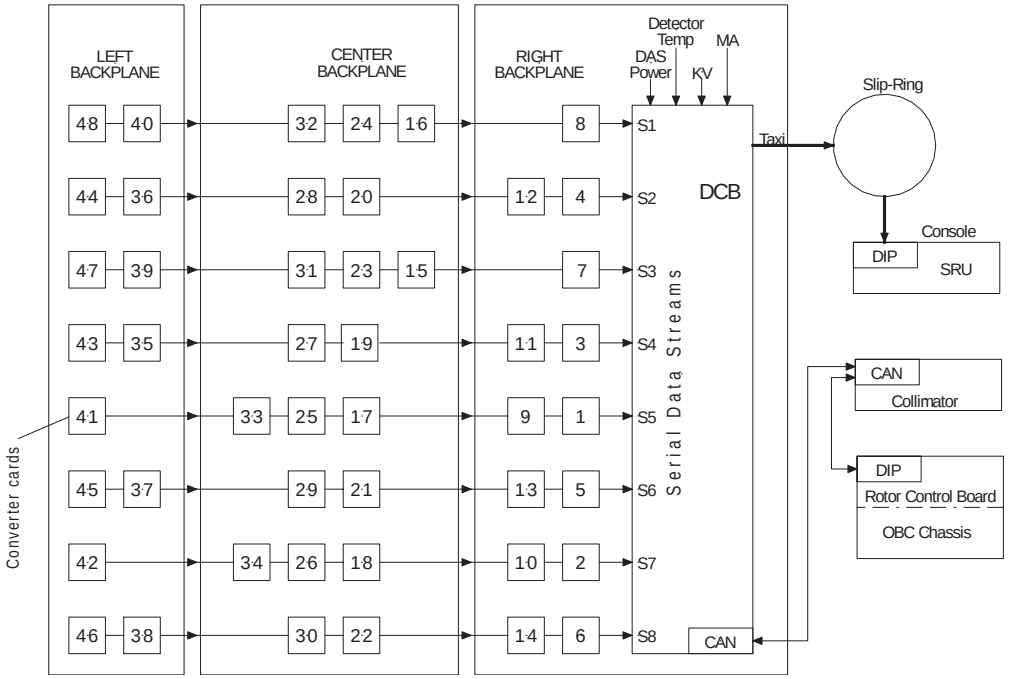

Figure 7-30 Data Flow — Serial Data Stream
- The serial data from each converter board is part of a six converter board data chain (see Figure 7-30, on page 490).